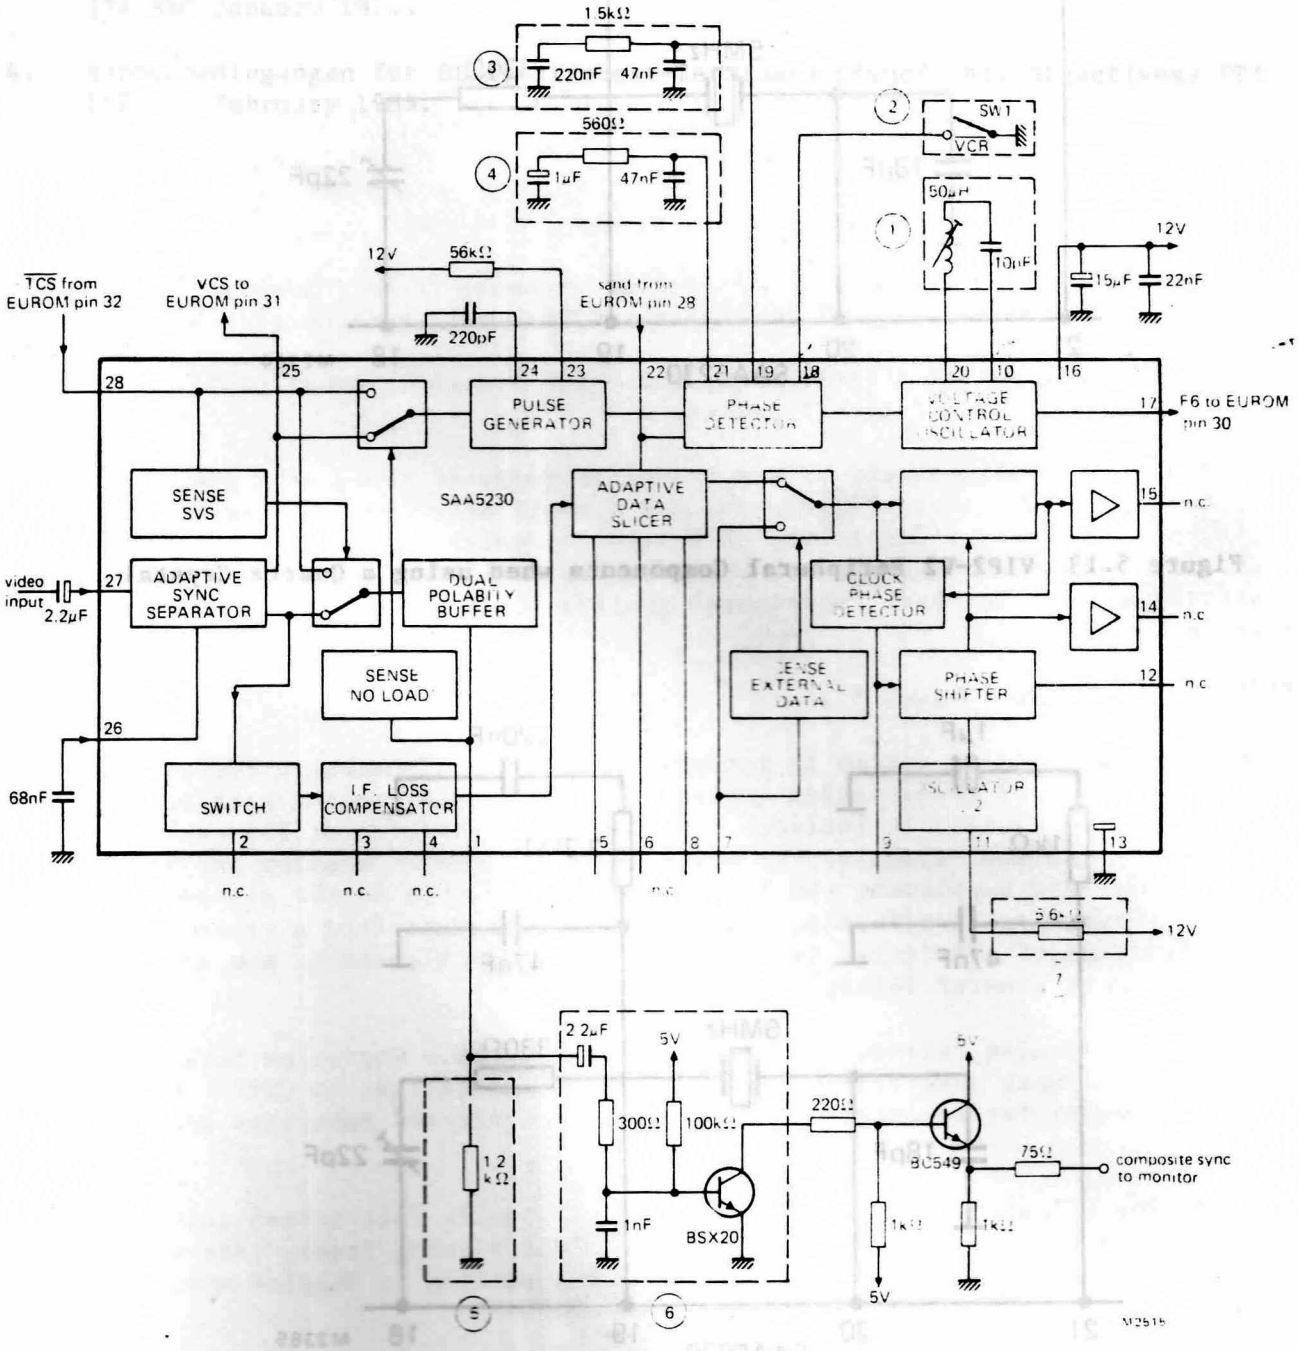
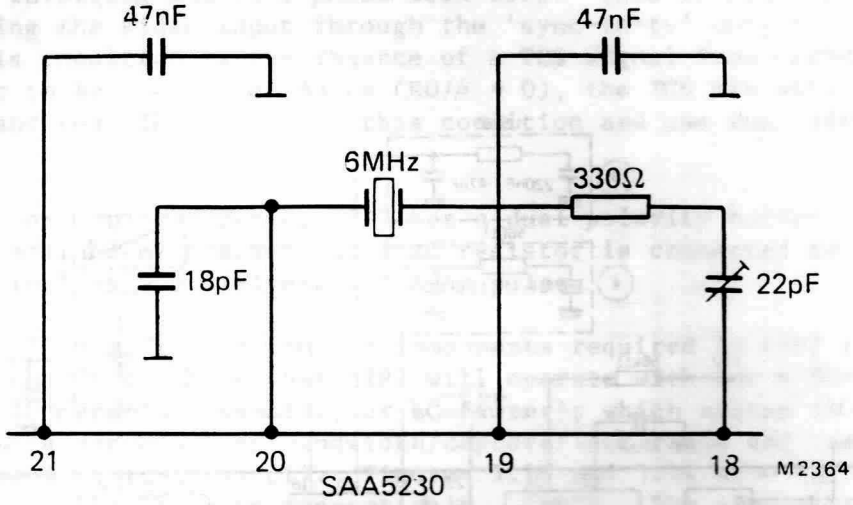

Figure 5.12 Using VIP2 to phase-lock EUROM to an External Video Input
Figure 5.13 VIP2-V2 Peripheral Components when using a Quartz Crystal
Figure 5.12 shows the peripheral components required by VIP2 for phase-locking to EUROM. Note that VIP2 will operate with any 6 MHz resonator (quartz crystal, ceramic resonator, or LC filter); which system is chosen depends on the compromise between loop bandwidth/capture/lock range and cost. In Figure 5.12 an LC resonator is shown (1). Figures 5.13 and 5.14 show the quartz crystal and ceramic resonator circuits respectively. (NOTE. The component values shown are for the V2 mask version of the VIP2. The V3 mask peripheral components will not be the same).